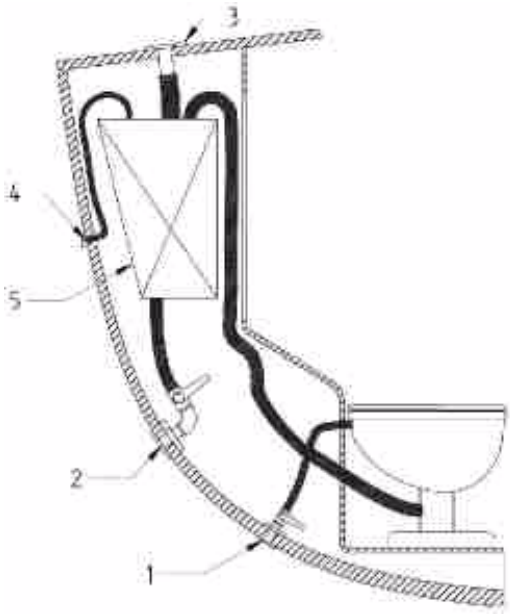
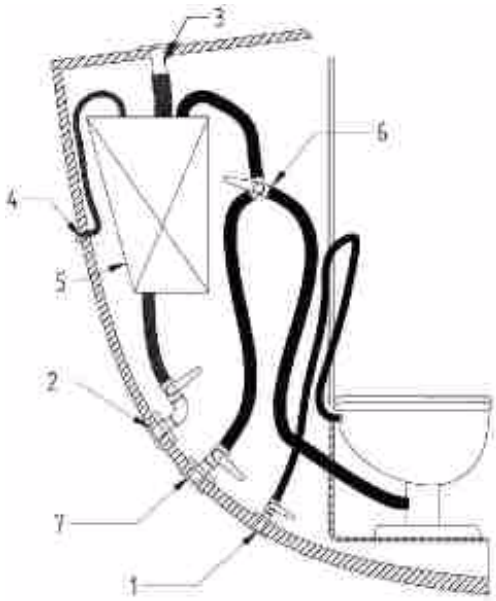

Fig. 1
Fig. 2
Il existe deux montages pour les RMF : Les réservoirs simples (Fig. 1) et les réservoirs équipés de vannes 3 voies (Fig. 2).
- Fig. 1 : Ouvrir la vanne d'évacuation (rep. 2).
- Fig. 2 : Fermer l'accès au réservoir par la vanne 3 voies (rep. 6). Ouvrir la vanne d'évacuation (rep. 7).
- Fig. 1 : S'assurer que la vanne d'évacuation est fermée (rep. 2) (poignée de vanne perpendiculaire au tuyau).
- Fig. 2 : S'assurer que les vannes d'évacuation sont fermés (rep. 2, 7) (poignée de vanne perpendiculaire au tuyau). Ouvrir l'accès au réservoir par la vanne 3 voies (rep. 6).